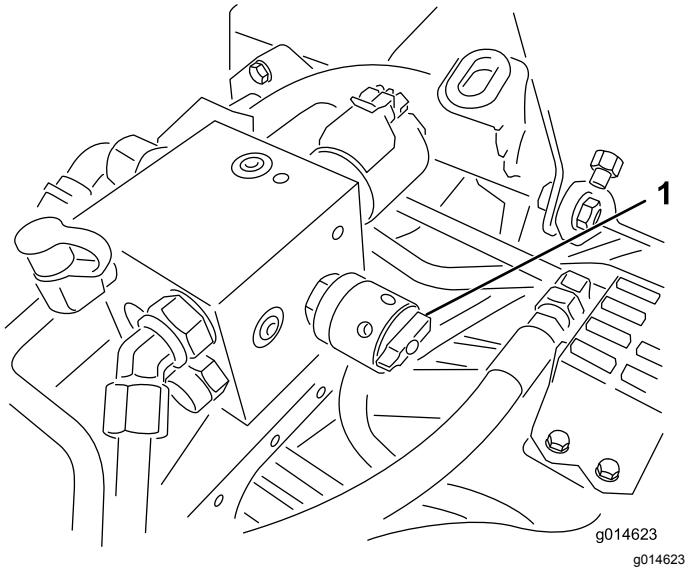

Rysunek 50
6. Obróć element sterujący prędkością wirników do ustawienia 1 (Rysunek 50).